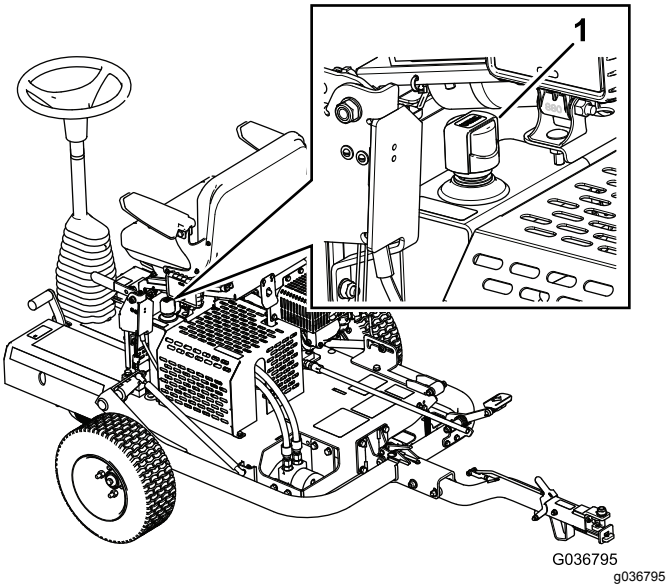

Figuur 21
3. Verwijder de dop van de hydraulische tank en controleer het vloeistofpeil op de peilstok (Figuur 21).